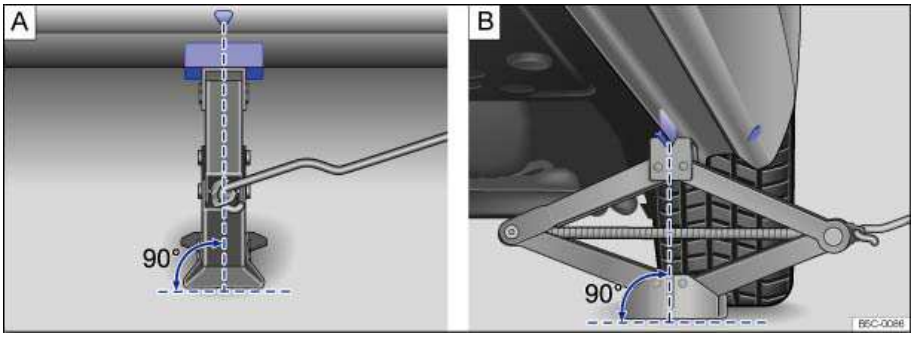

Fig. 168 Jack in position at the left rear lift point.
8. Position the jack so that its base is directly underneath the lift point ⇒ fig. 168, making sure that the entire base of the jack rests securely on the ground.